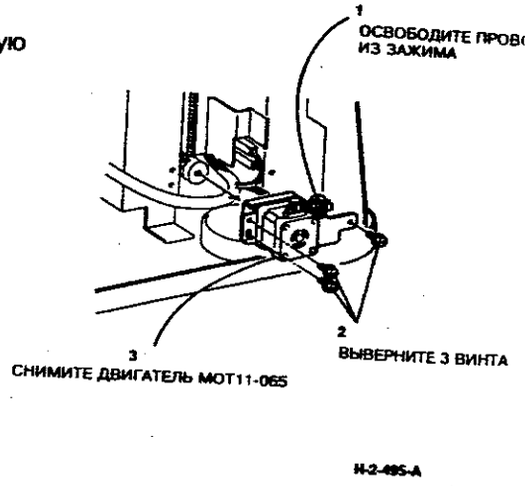

**Рисунок 2. Снятие двигателя механизма подравнивания (MOT11-065).**
3. (Рисунок 2) Снимите двигатель м ханизма подравнивания (MOT1 065).
*ПРИМЕЧАНИЕ: (Рисунок 2) При снят двигателя MOT11-065 приводная муф та может выпасть.*